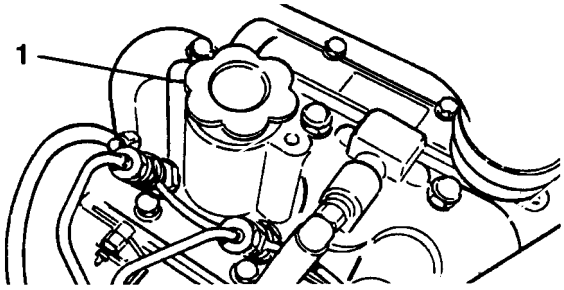

Fig. 2
3. Se l’olio è basso, togliere il tappo di riempimento (Fig. 2) e rabboccare lentamente con piccoli quantitativi di olio, controllando di frequente, fino alla tacca di pieno (FULL) sull’asta.